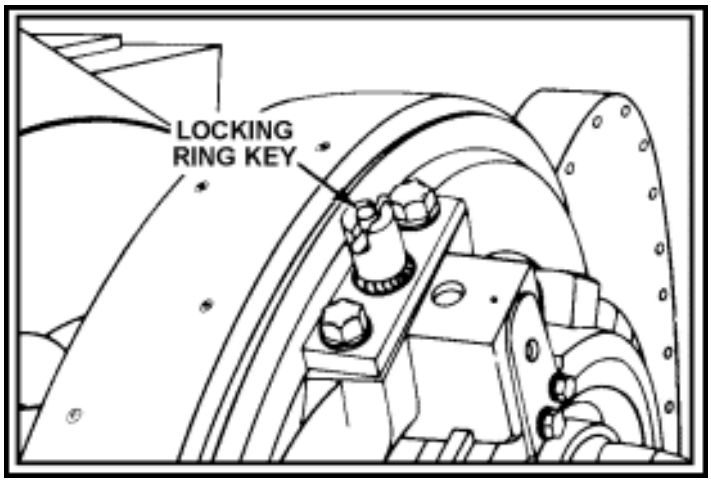

Figure 21-23. Lift Locking Ring Key
- Lift locking ring key on locking ring (Figure 21-23).